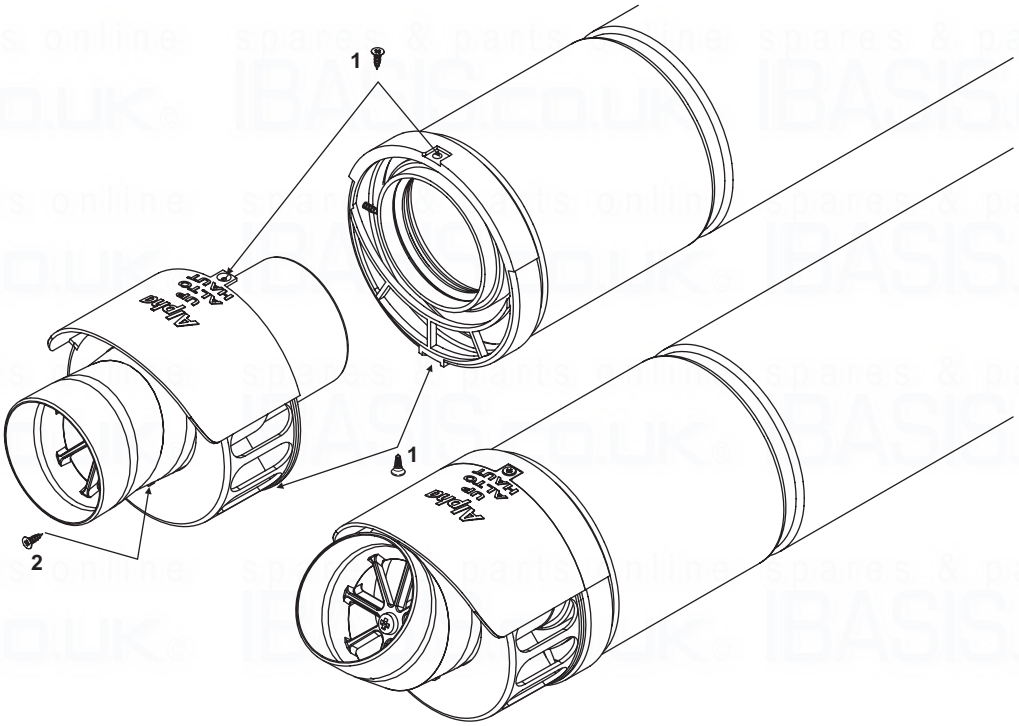

**Fig. 4.12**
i. Remove the screws (1 in Fig. 4.12) securing the terminal and remove the terminal by pulling it from the flue assembly. Remove the screw (2 in Fig. 4.12) securing the terminal end section and remove the end section from the terminal.